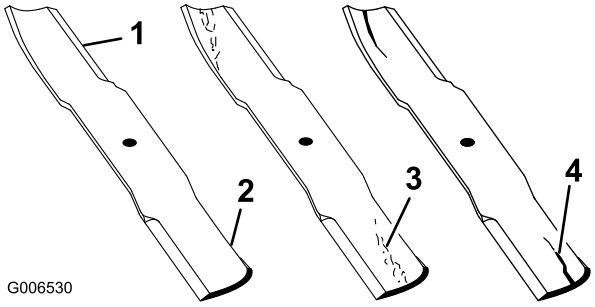

Figur 82
1. Kontrollera eggarna (Figur 82).
2. Kontrollera knivarna, speciellt den böjda delen (Figur 82).
Montera omedelbart en ny kniv om du upptäcker skador, slitage eller spårbildning i detta område (Figur 82).